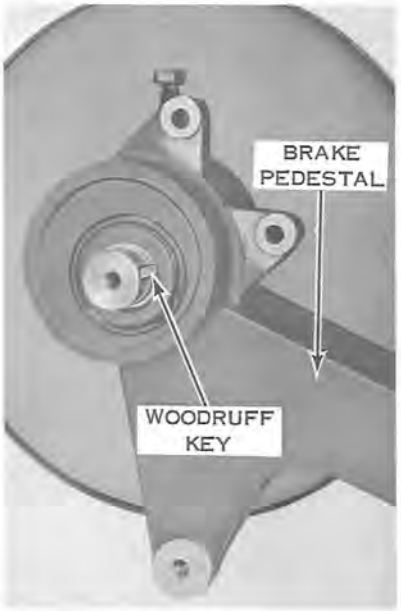

Figure 9-13
d. Assemble eccentric, spacer, and bearings to shaft. Install secondary sheave shaft and eccentric in mounting pedestal. Place No. 10 Woodruff key in shaft (see Figure 9-13). Install brake disc, sprocket, washer, and screw.